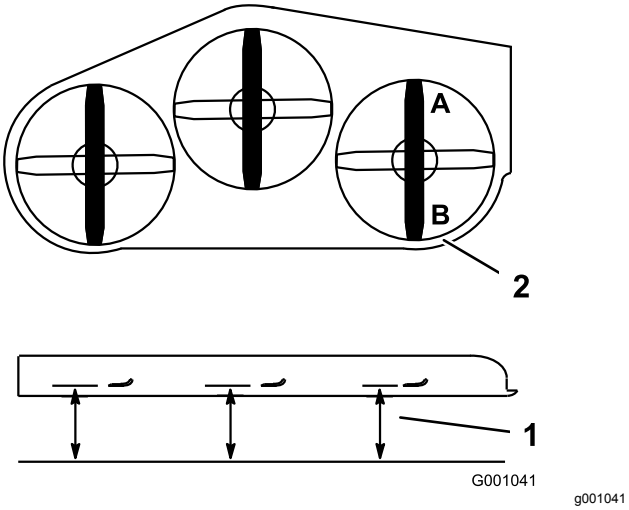

Figur 106
1. Plasser den **høyre** kniven på langs (Figur 106).
2. Mål den høyre kniven ved **A** fra en plan overflate til kniveggen på knivtuppen (Figur 106).
4. Mål den høyre kniven ved **B** fra en plan overflate til kniveggen på knivtuppene (Figur 106).
6. Kniven skal være 6–10 mm lavere ved stilling **A** enn ved stilling **B** (Figur 106). Dersom defleksjonen ikke er korrekt, gå til følgende trinn.